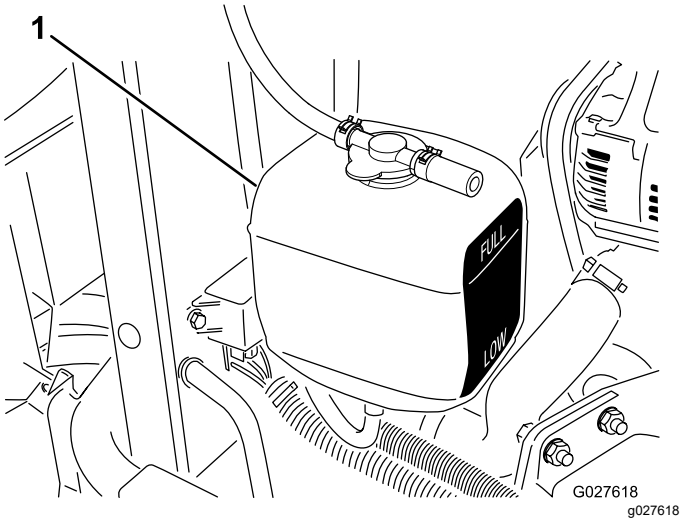

Figur 81
3. Kontroller kølevæskestanden i ekspansionsbeholderen (Figur 81).